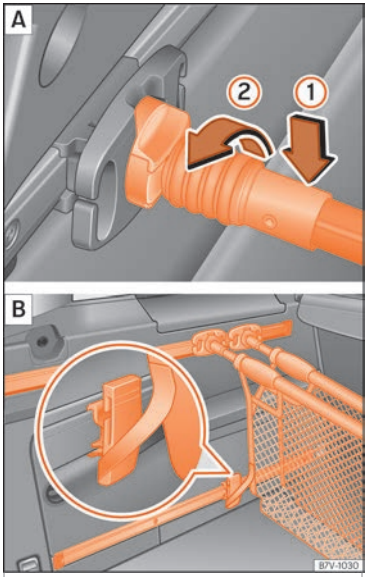

Fig. 174 Hook the baggage net A and use it as a bag B.
Place the attachment rod on the baggage net support ››› **Fig. 174** ① and rotate 90° to the left ②. The red mark on the attachment rod should not be visible ››› ⚠.
- Hook the baggage net attachment strap underneath into one of the movable attachment elements ››› Fig. 174 B.